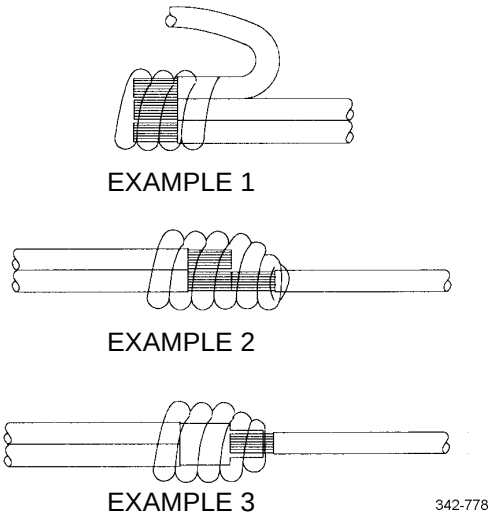

Figure 21. Three-way Splices.
b. The technique is the same as a single butt splice connector (Figure 21).